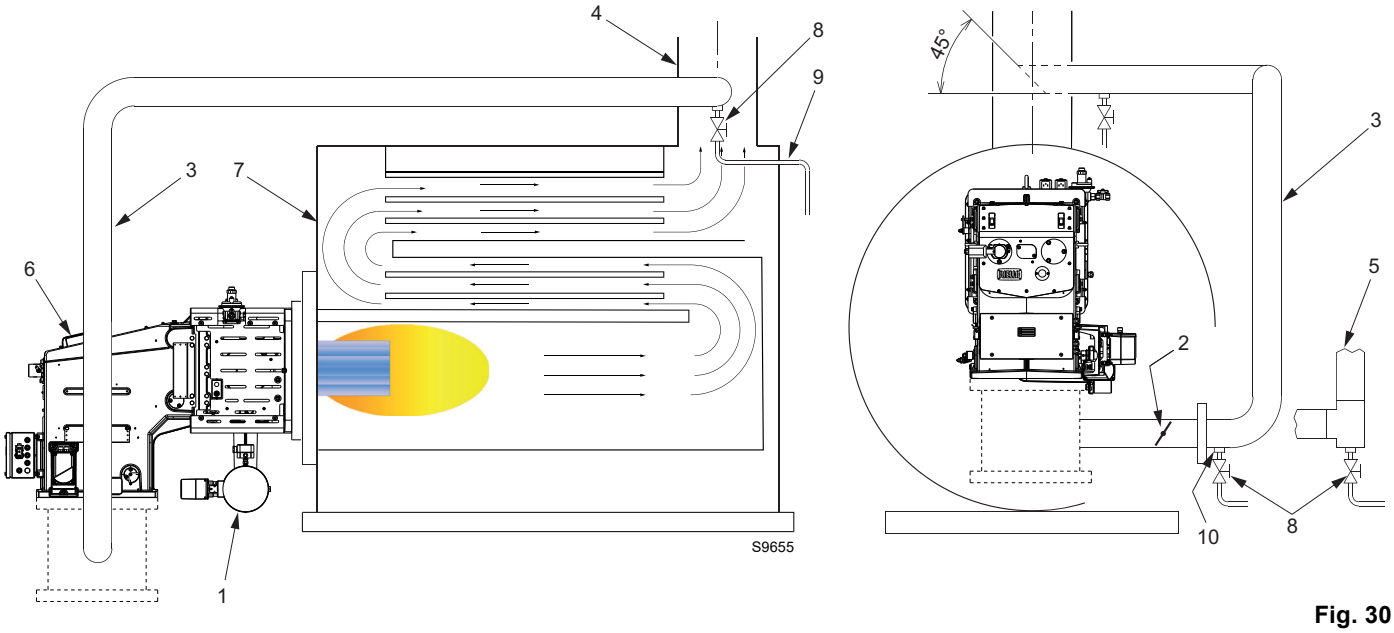

Fig. 30
– Normally the duct would connect to the stack as shown in Fig. 30, with a 45° cut facing the flue gas flow and with the center of the cut centered in the stack.
In cases of heavy condensation, a condensate drip leg may be required on the bottom of the duct 8)(Fig. 30), to remove condensate.
– The FGR duct 3)(Fig. 30) is normally made from DN200 pipe because it is easily obtainable and inexpensive.
Key (Fig. 30)